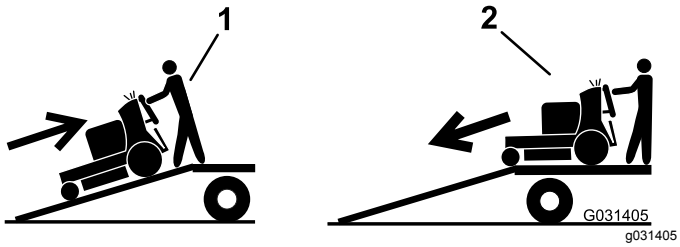

Bild 29
5. Fahren Sie mit der Maschine rückwärts auf die Rampe (Bild 29).